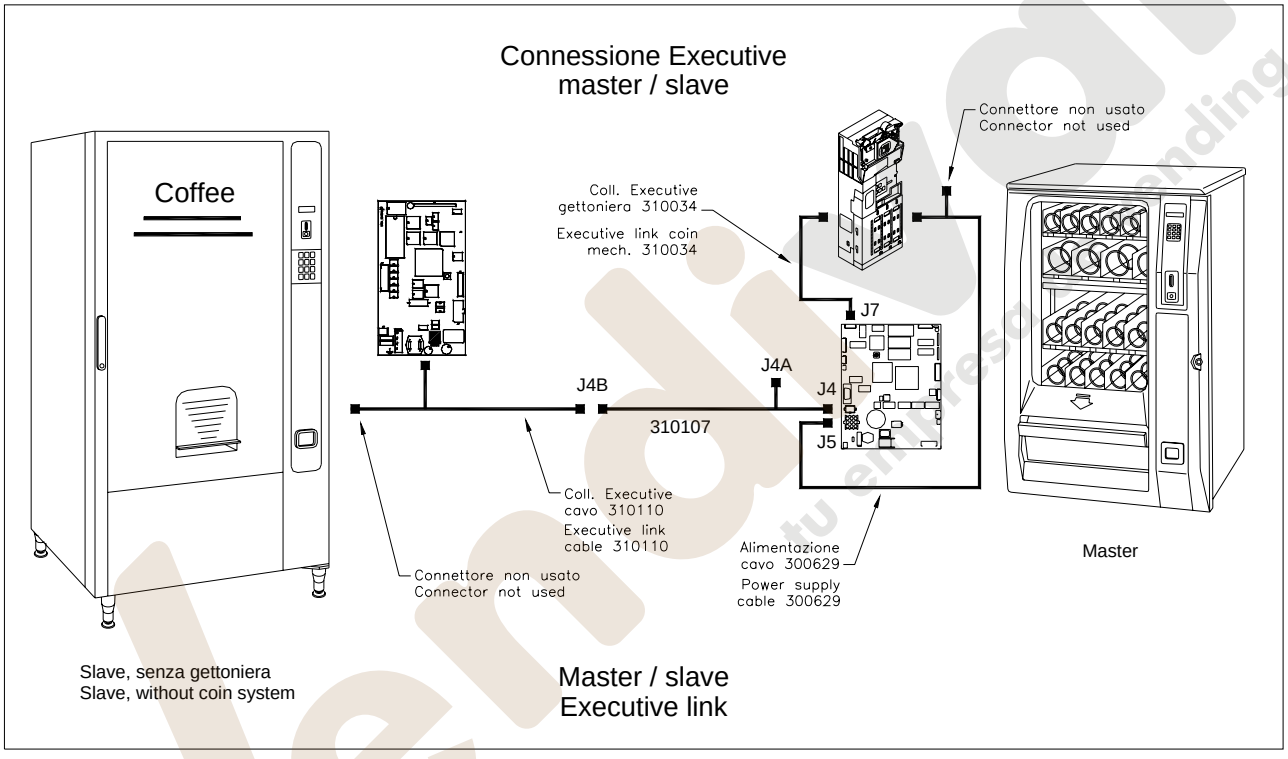

FIG. 6
7.6 CONEXIÓN CON MÁQUINA DE CAFÉ (FIG. 6 - 7 OPCIONAL)
El cable café slave Executive/MDB (cód. 310110) tiene la función de conexión entre un distribuidor y el otro. El cable de conexión se conecta en el conector J4B situado en el panel eléctrico, en la parte trasera del distribuidor (véase FIG. 6).
- Conectar el cable incluido (cód. 310034) en el conector "J7" de la tarjeta Mainboard y en el cable serie de la caja recaudadora Executive (véase Fig. 6).
- Conectar el cable de suministro eléctrico de la caja recaudadora en el conector de 15 polos del cable 300629 que hay en el distribuidor automático (véase Fig. 6).